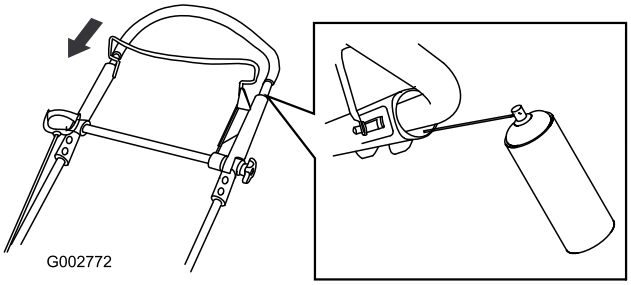

Figur 34
2. Skyv det øvre håndtaket helt ned og spray den indre plastikkoverflaten på det ytre håndtaket (Figur 34).